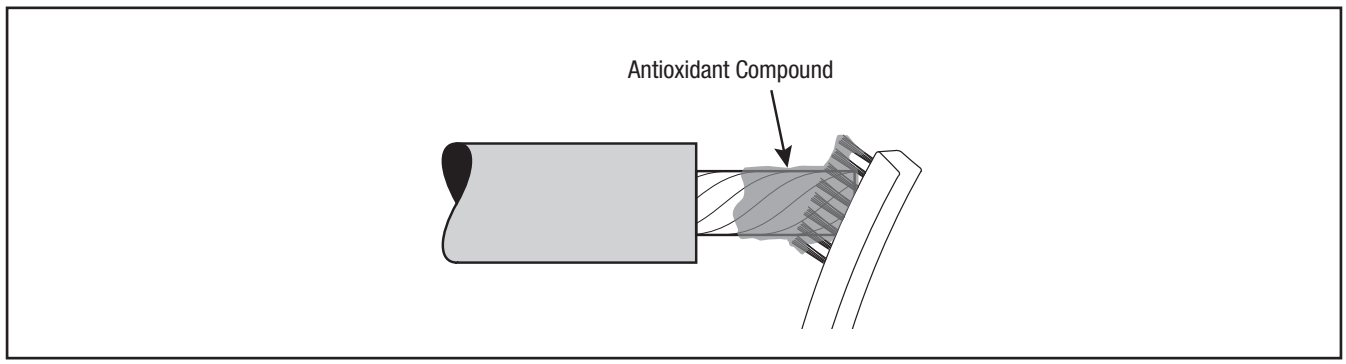

Figure 8
3.5 Install connector. See table (on cover) for proper connector dimensions. (For standard 3M Connectors, refer to table at the end of this instruction for crimping information). If using an aluminum conductor, wire brush aluminum strands and then insert into connector. Remove excess inhibitor compound and remove conductor from connector. Wire brush aluminum strands again. Insert into connector and crimp. Remove any excess oxidation inhibitor from connector ends (*Figures 8 and 9).* File sharp connector flashing, if necessary, taking care to remove all metal filings from splice area.